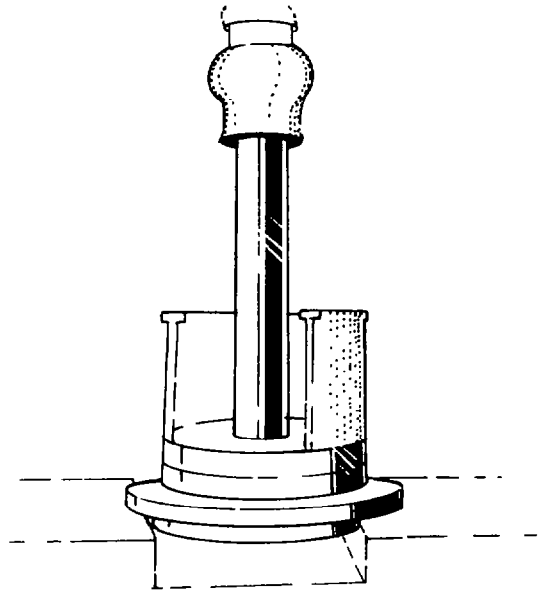

Fig. 287 — Removing Bearing Cup
e. Press the bearing cup from the bearing retainer (see fig. 287).